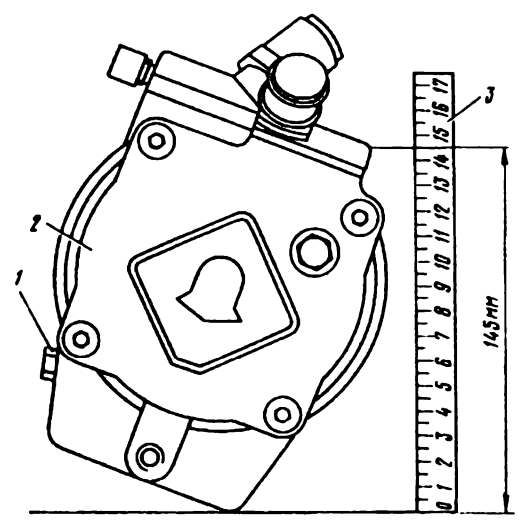

Рис. 214. Проверка уровня масла в компрессоре.
1. Наклоните компрессор в положение, указанное на рис. 214.